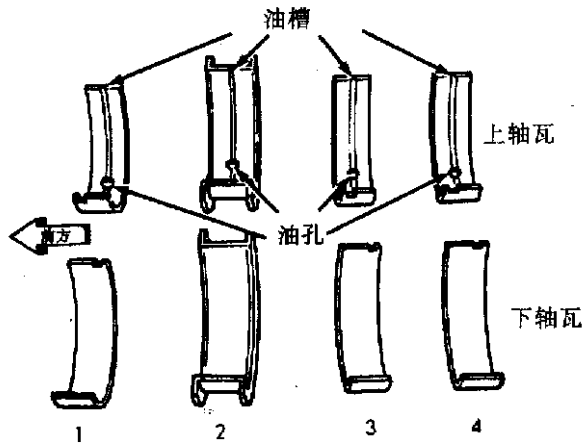

图 3－122　主轴瓦识别
(2)曲轴主轴颈。应检测曲轴轴颈是否过度磨损、锥度偏大或划伤(见图 3－100)。任何曲轴轴颈圆度或锥度应在 0.025mm 以内。轴颈磨削不应超过标准轴颈直径 0.305mm。不要磨第 2 主轴承止推面。珩磨后从曲轴油孔去除粗糙边，清洁所有通道。